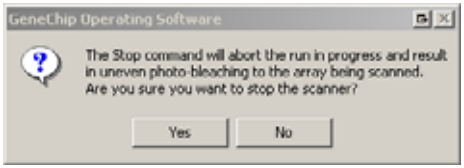

Figure L.27
2. At the prompt, click **Yes** to stop the scanner or **No** to elect not to stop the AutoLoader run **(Figure L.27)**.